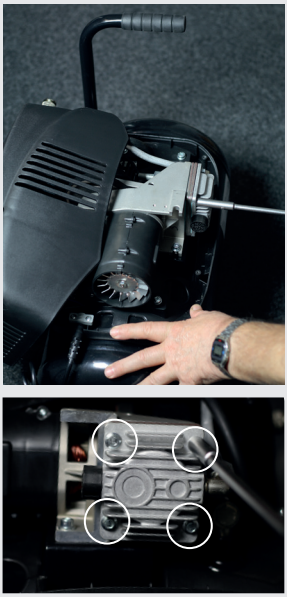

Abb. 3c: Muttern festziehen
3. Ziehen Sie die vier markierten Muttern **ganz vorsichtig** mit einem Schraubschlüssel fest. (Siehe Abb. 3c)